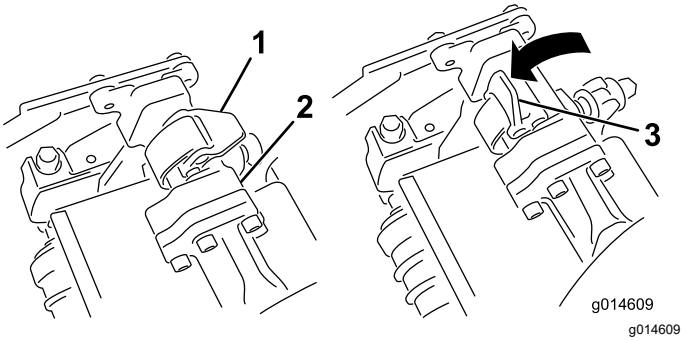
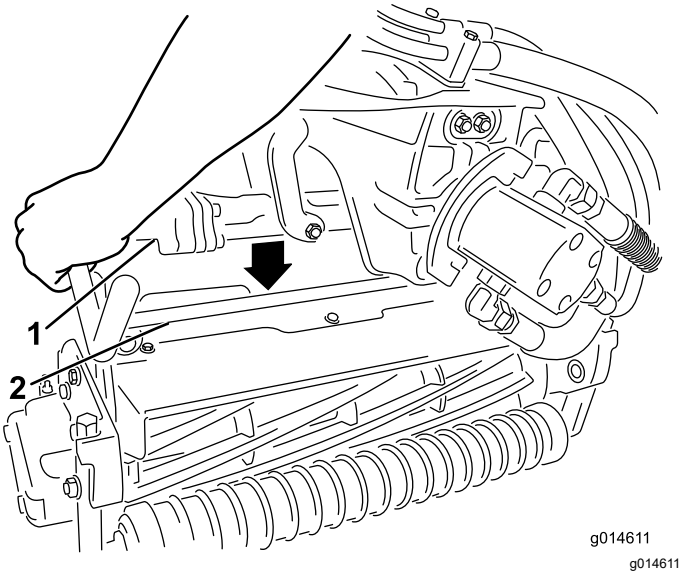

Figur 47
Figur 48
3. Åpne låsene på hjulopphengsarmbøylen slik at de peker opp (dvs. at de er åpne) (Figur 47), og trykk hjulopphengsarmen ned så bøylen ligger over klippeenhetens bøyle (Figur 48).
4. Skyv låsene ned og rundt klippeenhetsbøylen og lås dem slik at de sitter på plass (Figur 47).
4. Åpne låsene på hjulopphengsarmbøylen til klippeenheten du skal fjerne (Figur 47).